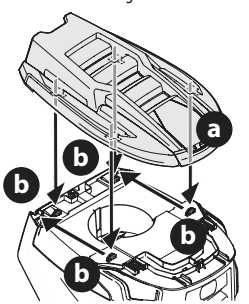

Fig. 7
1. Para instalar la tapa del capó a presión (a), alinee los orificios de la tapa del capo (a) con las lengüetas (b) del bastidor del capó como se muestra en la Fig. 7.